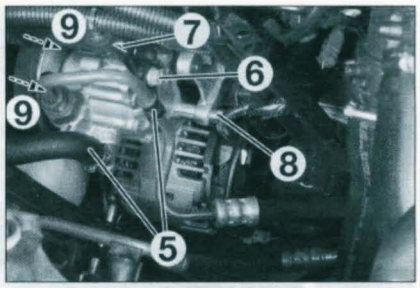

Figure 5-14
- Vidanger le circuit d'assistance de direction en désaccouplant les tuyaux (5) au niveau de la pompe d'assistance **(figure 5-14)** puis manoeuvrer la direction lentement de butée en butée.
- Déposer la vis de fixation (6) et dégager l'étrier (7).
- Déposer la vis (8).